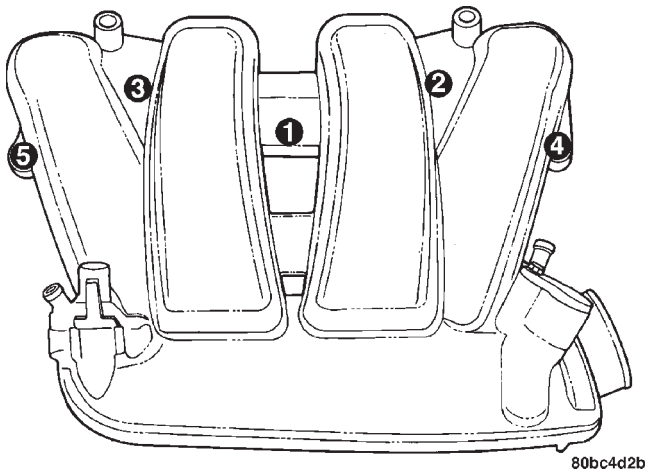

Abb. 32 Ansaugkrümmer-Anzugsreihenfolge
(1) Ansaugkrümmer am Zylinderkopf anbauen und Schrauben in der in (Abb. 32) gezeigten Reihenfolge mit einem Anzugsmoment von 12 N·m (105 in. lbs.) festziehen.